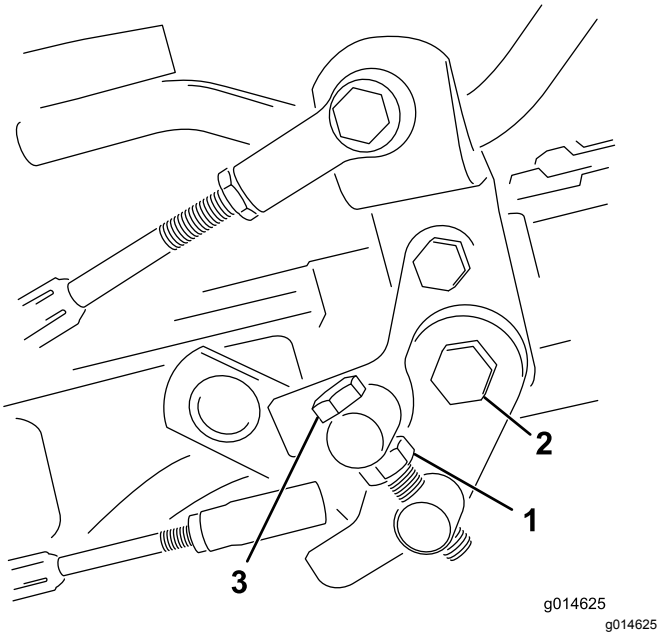

Figure 53
1. Desserrez l'écrou de blocage sur le boulon de tourillon (Figure 53).
4. Serrez l'écrou de blocage sur le boulon de tourillon et l'écrou sur le pivot de la pédale pour bloquer le réglage (Figure 53). Vérifiez le réglage et ajustez-le si nécessaire.